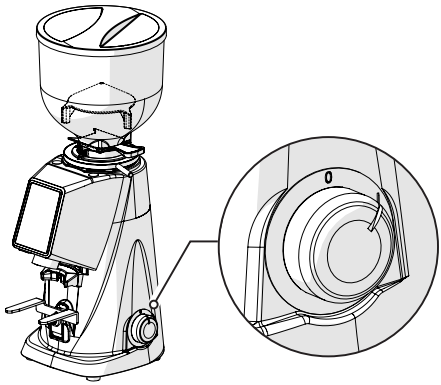

Рис. 7
- Переведите выключатель питания машины в положение «I» (Рис. 7).